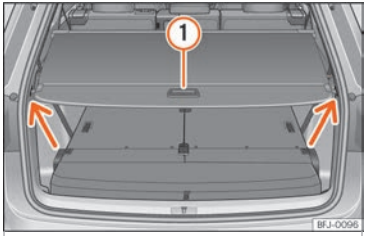

Fig. 118 Dans le coffre à bagages : plage arrière du coffre à bagages fermée.
- Tirez le cache légèrement vers l'arrière par le tireur ››› fig. 118 ① et retirez-le vers le haut de l'ancrage (flèches). Guidez soigneusement le cache vers l'avant.